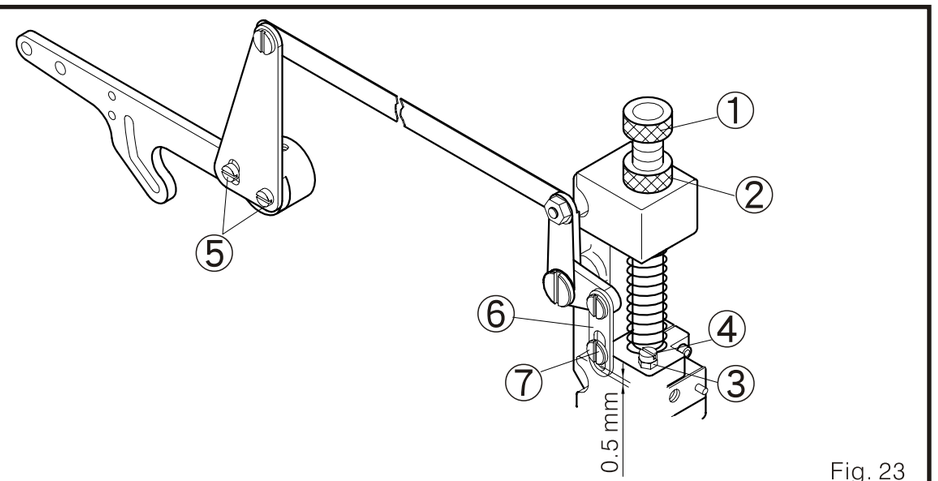

Fig. 23
(1) Como se muestra en la Fig. 23 afloje la tuerca 3 y ajuste el tornillo 4 para hacer que la distancia entre los rodillos sea 0.5 mm. Después, ajuste fuertemente la tuerca 3.